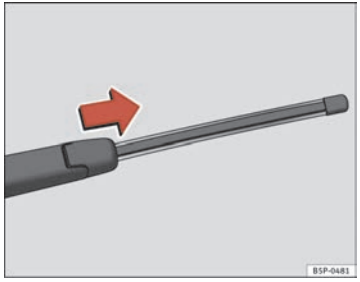

Fig. 169 Removing rear window wiper blade
– Lift the wiper arm away from the glass ⇒ page 244, fig. 169
– Slide the blade adapter in the direction of the arrow and remove the blade ⇒ page 244, fig. 169.